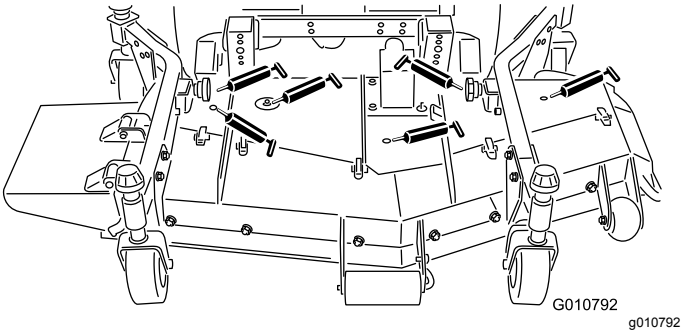

**Figur 17**
- Knivspindellejer (Figur 17)
- Højre og venstre trykarms kugleled (Figur 17)